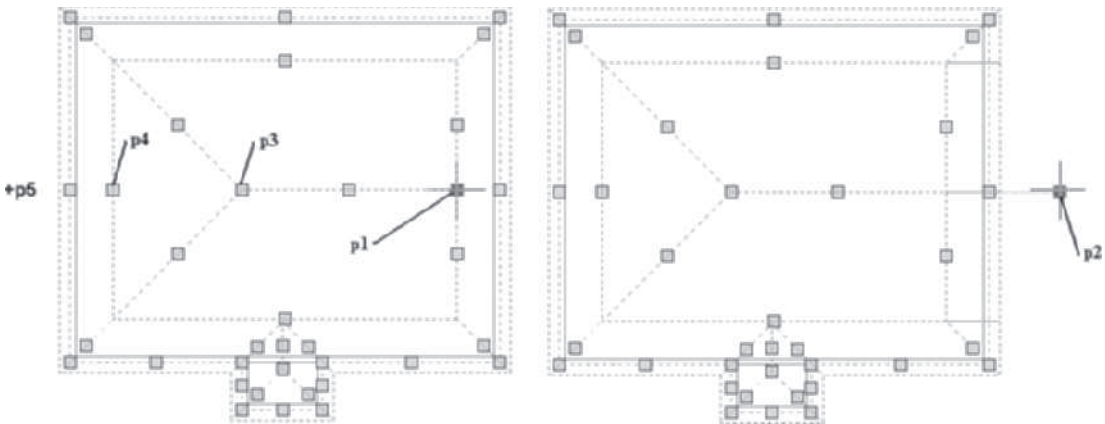

FIGURE 7.20 *Lower slope grip edited*
9. Create a gable for the remaining slope using grips by selecting the grip of the lower slope at **p1** as shown in Figure 7.20. Stretch the grip to a point near **p2** as shown at the right in Figure 7.20.
10. Drag grips at **p3** and **p4** as shown at the left in Figure 7.20 to **p5** by repeating steps 7 and 8 above.